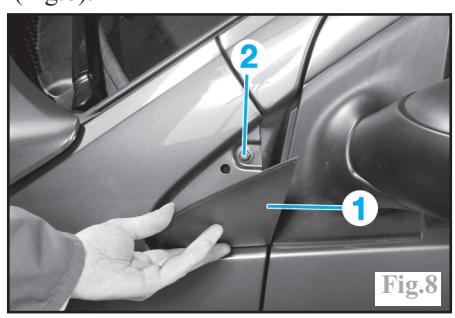

Fig.8
-l'enjoliveur (1) situé devant le rétroviseur (Fig.8).